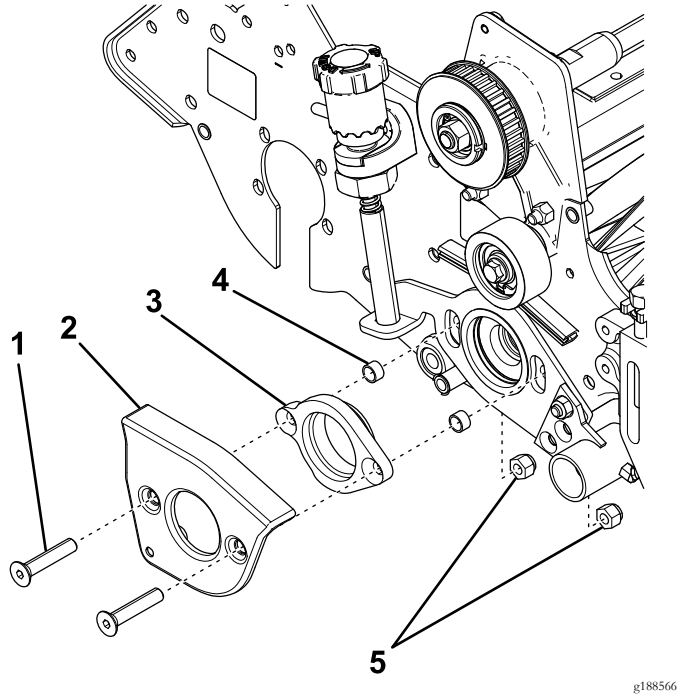

図 10
4. サイドプレートから平頭ねじ、ロックナット、グルーマアームカバー、ベアリングアダプタを外す図 10。
5. スペーサを外して捨てる図 10。